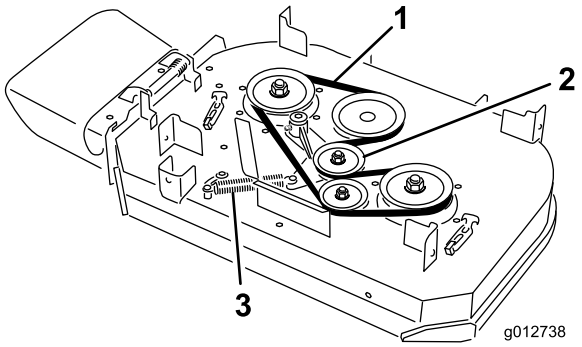

Figura 63
4. Retire a mola do perno do fixador no braço intermédio (Figura 63).
5. Retire a correia do cortador gasta (Figura 63).
6. Instale a nova correia do cortador em torno da polia da embraiagem, das polias da plataforma e da polia intermédia (Figura 63).
7. Instale a mola no perno do fixador no braço intermédio (Figura 63).
6. Instale a nova correia do cortador em torno das polias da plataforma e da polia intermédia (Figura 63).
5. Retire a mola do perno do fixador no braço intermédio (Figura 63).
6. Retire a correia do cortador gasta (Figura 63).
7. Instale a nova correia do cortador em torno da polia da embraiagem, das polias da plataforma e da polia intermédia (Figura 63).
8. Instale a mola no perno do fixador (Figura 63).